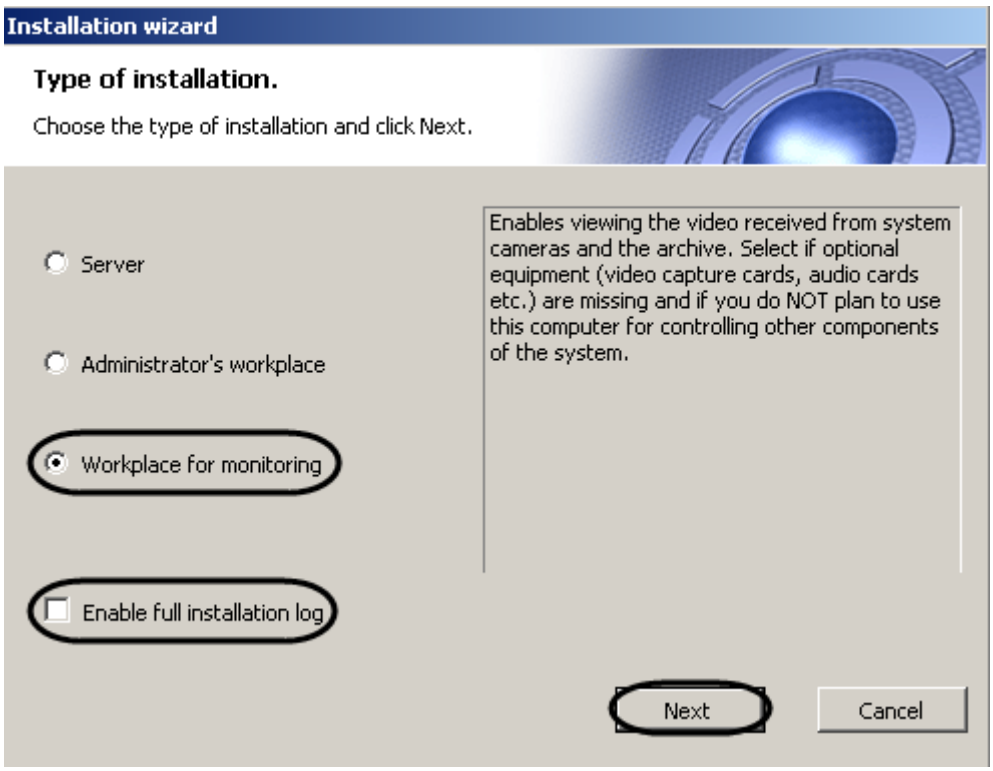

Figure 5.1-29 The "Type of installation" dialog box
As a result the "Type of installation" dialog box is displayed (Figure 5.1-29).
4. Select the "Workplace for monitoring" type of installation (Figure 5.1-29).
5. To log all installation events, set the "Enable full installation log" checkbox (Figure 5.1-29).
6. Click the "Next" button (Figure 5.1-29).